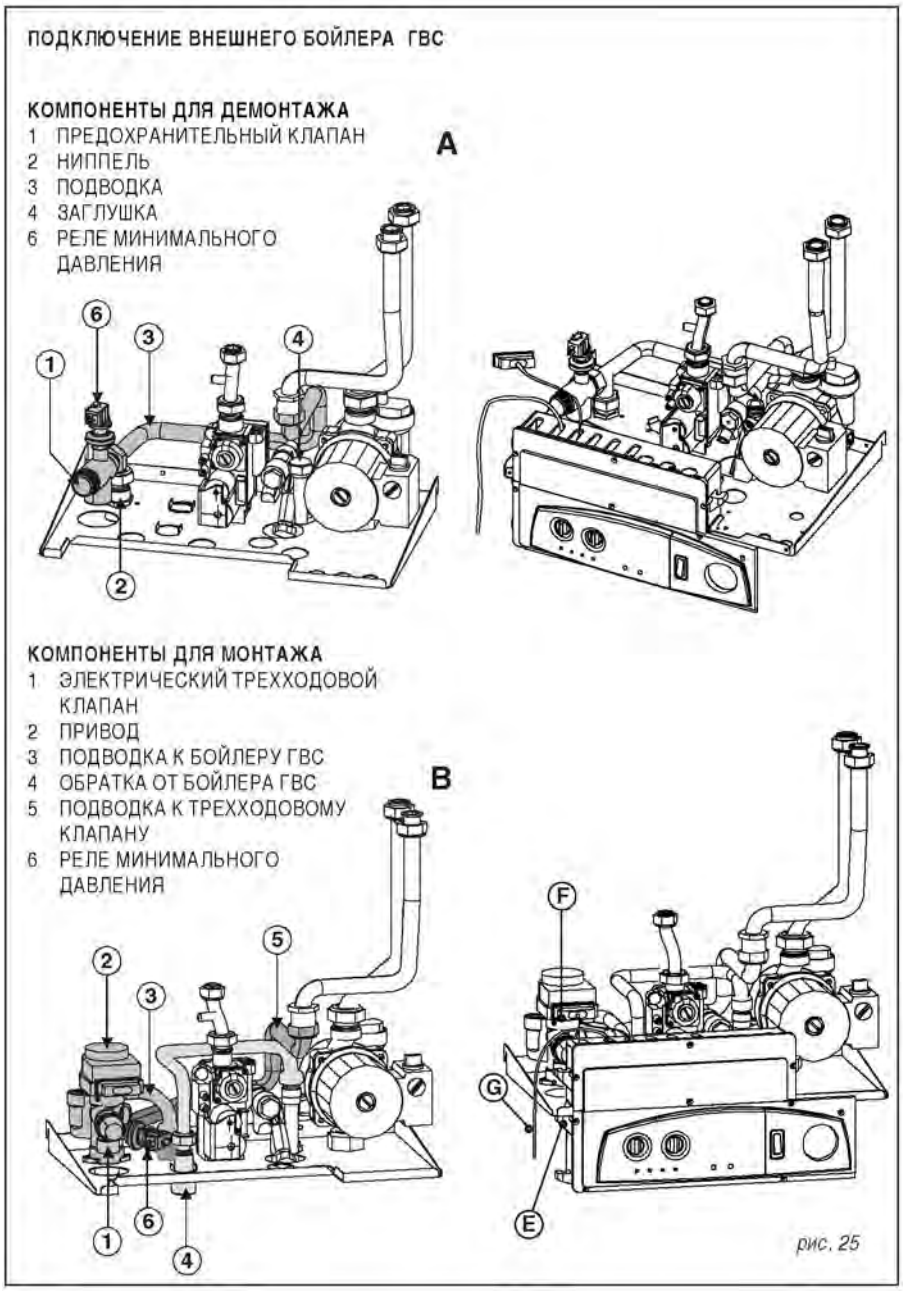

рис. 25
- Снимите компоненты от 1 до 6, как указано на рисунке 25/A и соберите компоненты от 1 to 6, содержащиеся в комплекте и как указано на рис. 25 B, также снимите реле минимального давления с группы подачи отопления и установите его на патрубке трехходового клапана.
- Подключите электрическую клемму с панели управления к приводу трехходового клапана. См. деталь "F" на рис. 25.